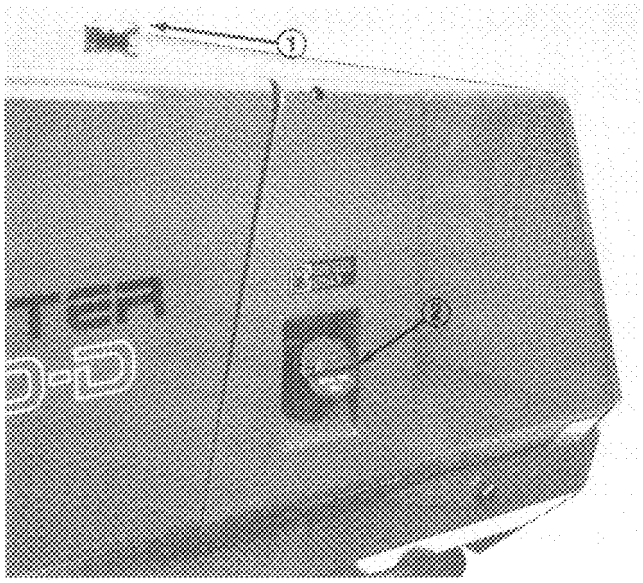

Figure 4
1. Remove radiator cap (Fig. 4). Coolant should be one inch from bottom of fill hole.
1. Remove fuel tank cap (Fig. 4).